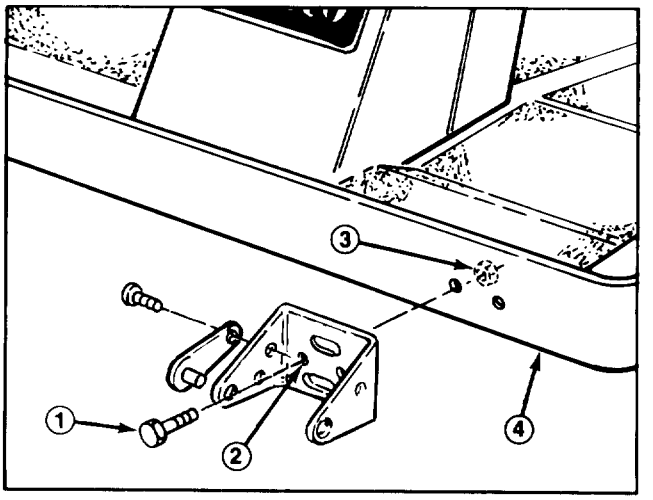

Figure 9
1. 3/8 x 1" flange screw (2) 2. Slotted hole 3. GM 223-D/224
B. Groundsmaster 217-D and 220 — Align the bracket with the frame mounting holes. Insert (2) 3/8 x 2-1/4" capscrews through the non-slotted bracket holes and frame mounting holes. Install locknuts and torque to 45-50 ft-lb (Fig. 9).